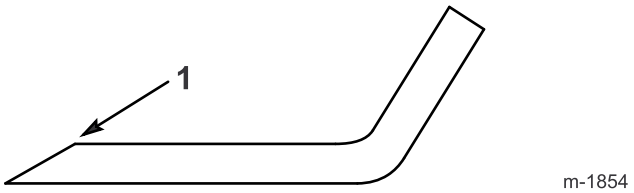

Figuur 36
1. Gebruik een vijl om de snijranden aan beide uiteinden van het mes te slijpen (Figuur 36). Houd daarbij de oorspronkelijke hoek in stand. Het mes blijft in balans als u evenveel materiaal weghaalt van beide snijkanten.